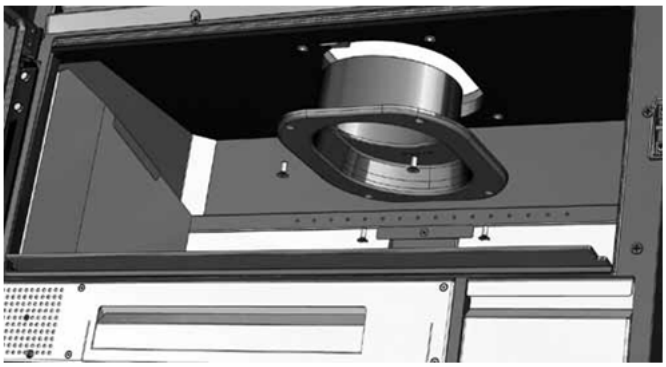

FIG. 13
3. Girar la chimenea 180° (fig.13).